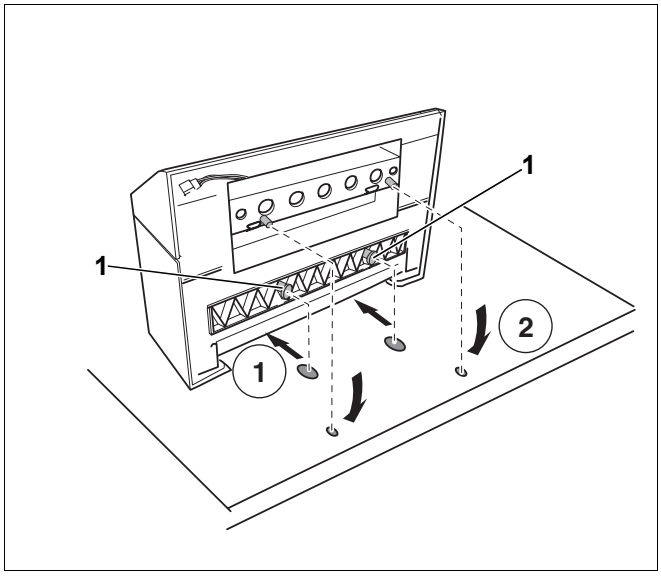

Rys. 6 Montaż sterownika na kotle grzewczym (Widok: tył kotła grzewczego)
- Przednie zaczepy (rys. 6, **poz. 1**) na dolnej stronie sterownika umieścić w przewidzianych do tego otworach kotła grzewczego i pociągnąć sterownik do przodu (rys. 6, **krok 1**).
- Docisnąć sterownik z tyłu do dołu, aż zatrzaśnie się na kotle grzewczym (rys. 6, **krok 2**).